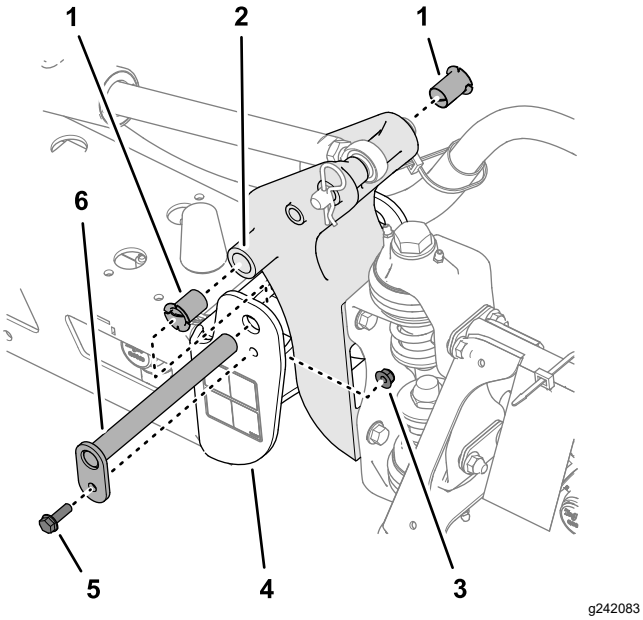

**Bild 120**
3. Entfernen Sie die Schraube und die Mutter, mit denen der Lagerbolzen befestigt ist, und nehmen Sie den Bolzen ab (Bild 120).
5. Nehmen Sie die Nylonbüchsen vorne und hinten an der Schwenkhalterung ab und prüfen Sie sie (Bild 120).
6. Tragen Sie etwas Öl auf die Nylonbüchsen auf und setzen Sie diese in die Schwenkhalterung ein (Bild 120).
7. Fluchten Sie die Löcher in der Schwenkhalterung mit den Löchern im Endkanal aus (Bild 120).